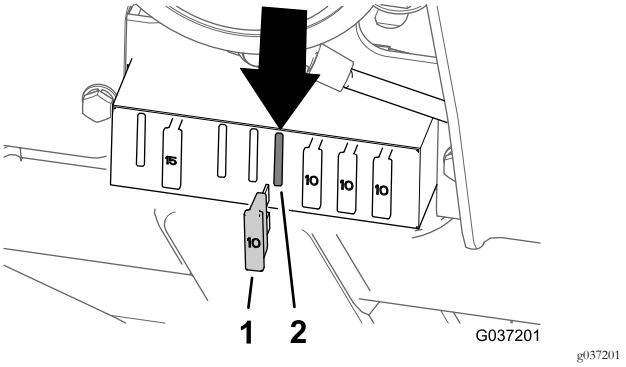

Figure 38
- Models 30654, 30657, and 30659—5th fuse position from the left (Figure 38)